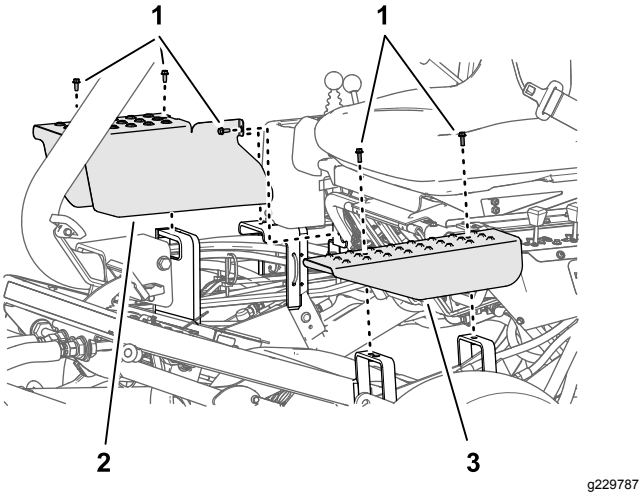

Figuur 51
2. De afdekplaat van de hefcilinder die u aan het afstellen bent, is bevestigd met bouten. Verwijder deze van de steunbeugels van het chassis (Figuur 51).